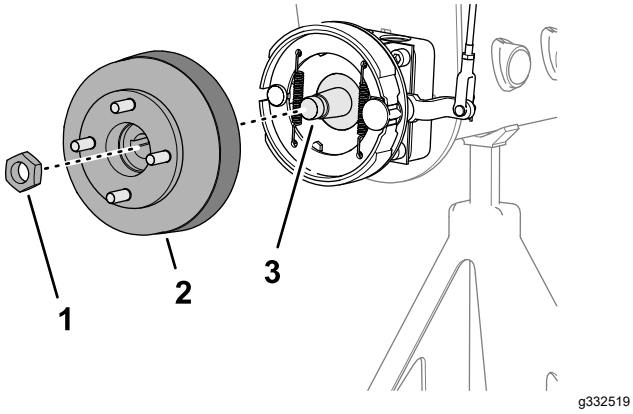
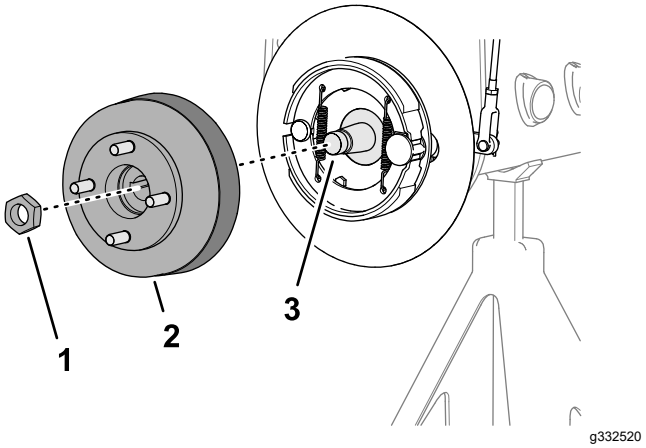

Figur 74
Figur 75
3. Monter hjulnavet og bremsetrommelen på hjulmotorakselen (Figur 74 eller Figur 75).
4. Fest hjulnavet til akselen med låsemutteren (Figur 74 eller Figur 75), og stram for hånd.